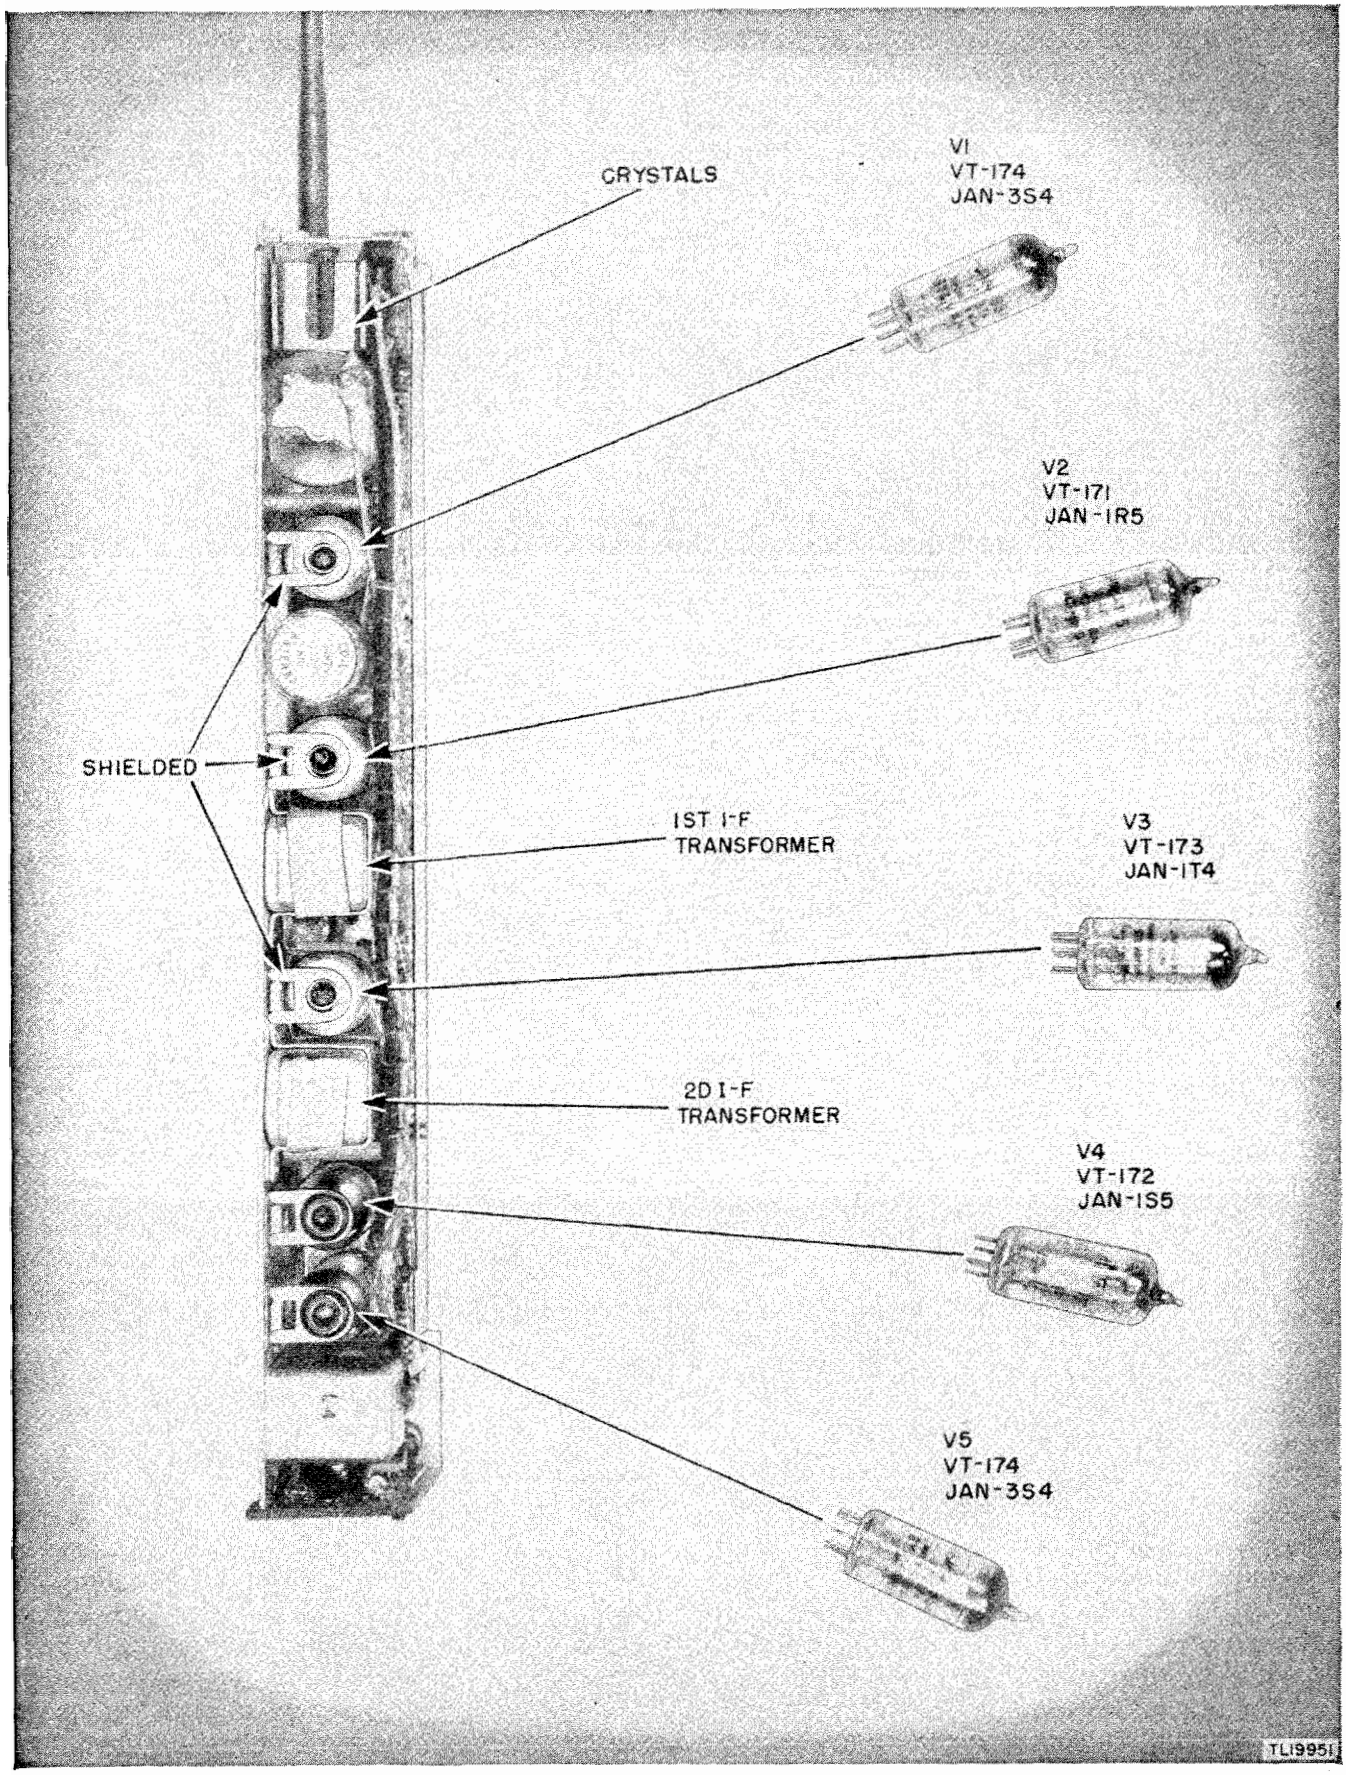

Figure 15. Radio Receiver and Transmitter BC-611-(*), top view of chassis.
b. Tubes (fig. 15). Tubes are mounted in their sockets before shipment. For information on replacement of tubes, see paragraph 93.